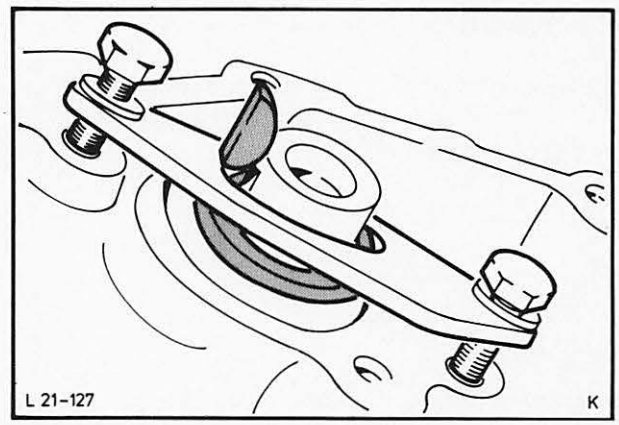

Abb. 171 Halteplatte Nockenwelle montieren
45. Nockenwelle einölen und vorsichtig vom vorderen Lager her einschieben. Abstandsring, mit der Fasenseite zur Nockenwelle, sowie Scheibenfeder und Halteplatte montieren und mit vorgeschriebenem Drehmoment anziehen, Abb. 171.